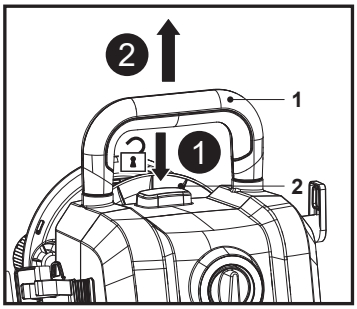

Fig. 16
1. Mantenga pulsado el botón de bloqueo del asa (2) y, a continuación, tire del asa de transporte (1) hasta el tope (Fig. 16).